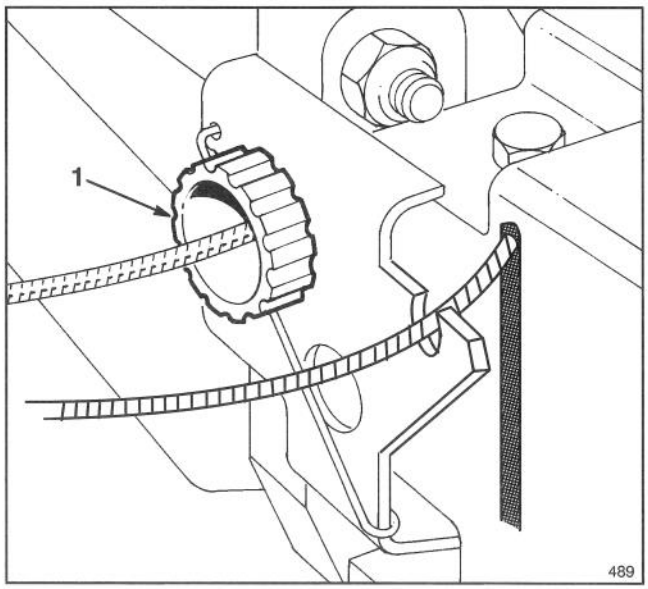

Figure 22
3. ADJUSTMENT (Fig. 22)—Rotate control knob clockwise 1/2 turn if mower does not self-propel. If mower creeps forward, rotate knob 1/2 turn counterclockwise to loosen belt.